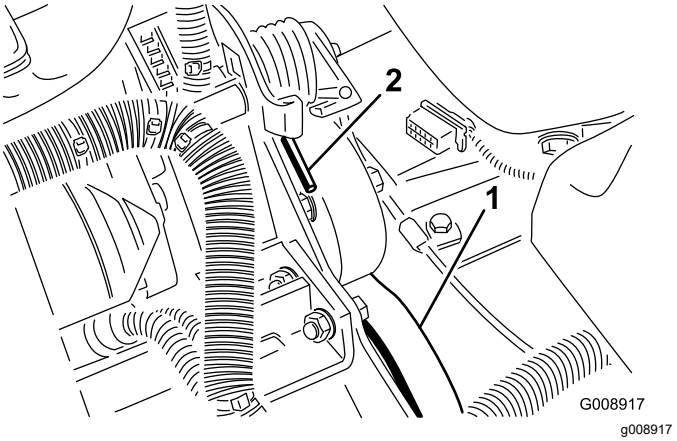

**Figur 76**
2. Trykk ned og frem på fjærenden (Figur 76) for å hekte den av braketten og frigjøre fjærens spenning.